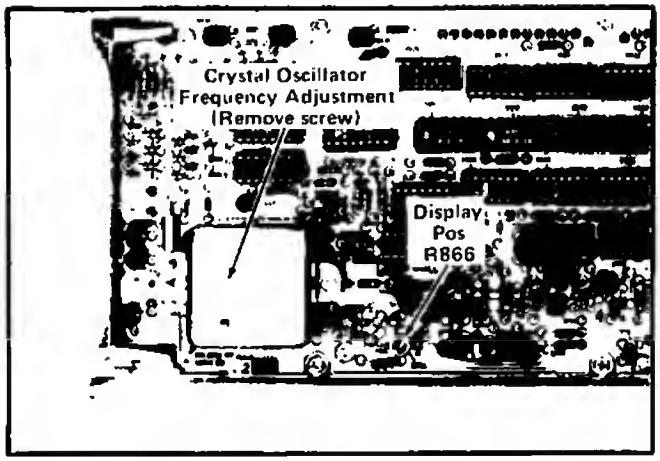

Fig. 5-4. Location of Measurement Interval and Output Signal Adjustments (on left side of instrument).
The location of the Measurement Interval adjustment is shown in Fig. 5-4.
c. Note the Frequency at 27 C notation on the crystal oscillator cover (see Fig. 5-4).
The location of the Output Signal adjustment is shown in Fig. 5-4.